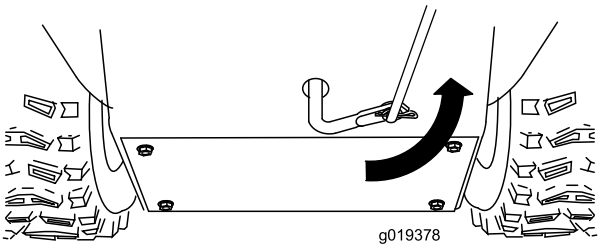

Rysunek 6
5. Obróć ramię dolnego łącznika całkowicie w górę (w lewo) (Rysunek 6).